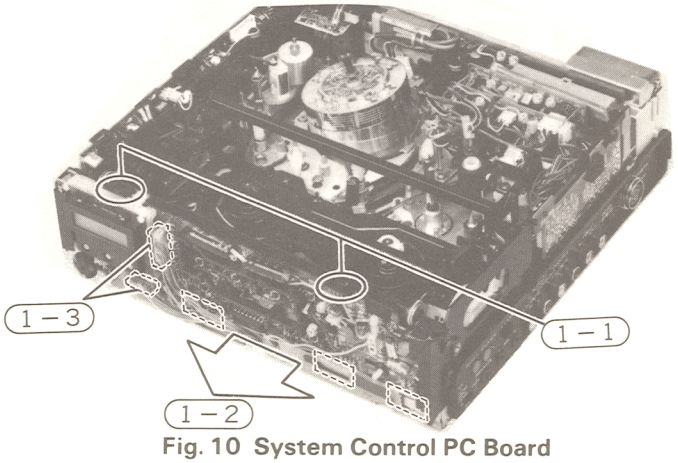

**Fig. 10 System Control PC Board**
**1. System control PC Board (Fig. 10)**